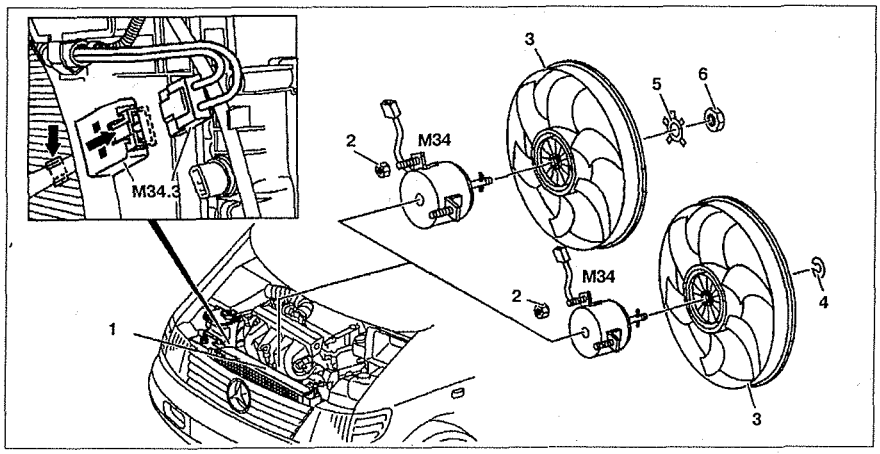

Рис. 5.34. Вентилятор:
3. Извлеките радиатор **1** вверх (см.рис.5.34).